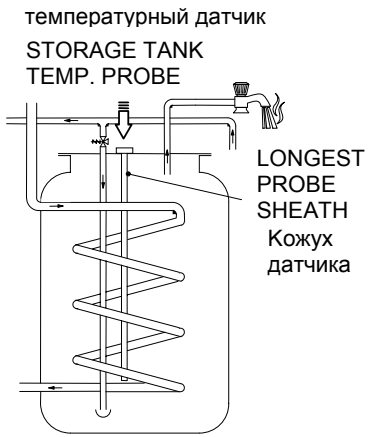

Fig. 5.16
- Insert D.h.w. storage tank temp. probe in the longest probe sheath (Fig. 5.16)
- Вставьте температурный датчик бойлера в кожух датчика (рис. 5.16)